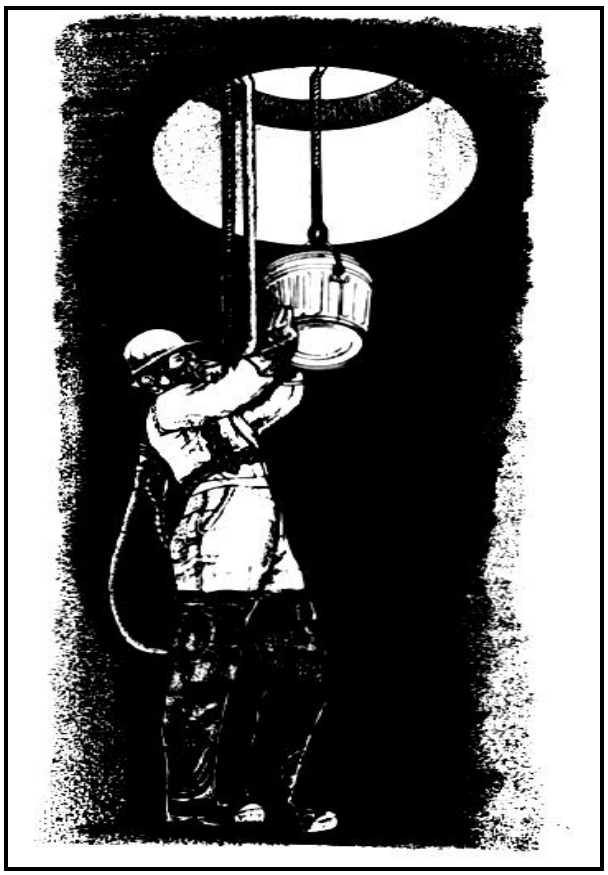

Figure 12-23. Removing sludge
•Wear protective clothing and respirators when entering the tank. Shovel the sludge into buckets and remove the buckets through the dome or manhole as shown in Figure 12-23, page 12-30. Lower a water hose inside and use it to flush any remaining sludge through the tank outlet to a container.